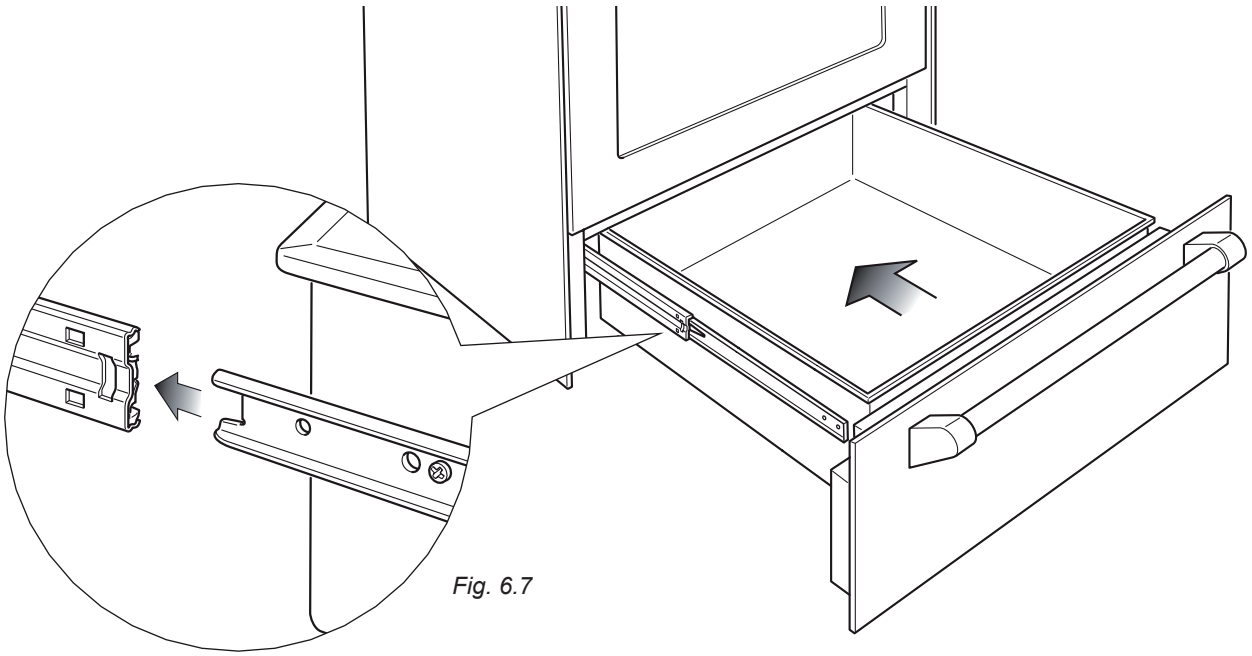

Fig. 6.7
1. Insert the drawer guides into the range guides (fig. 6.7)